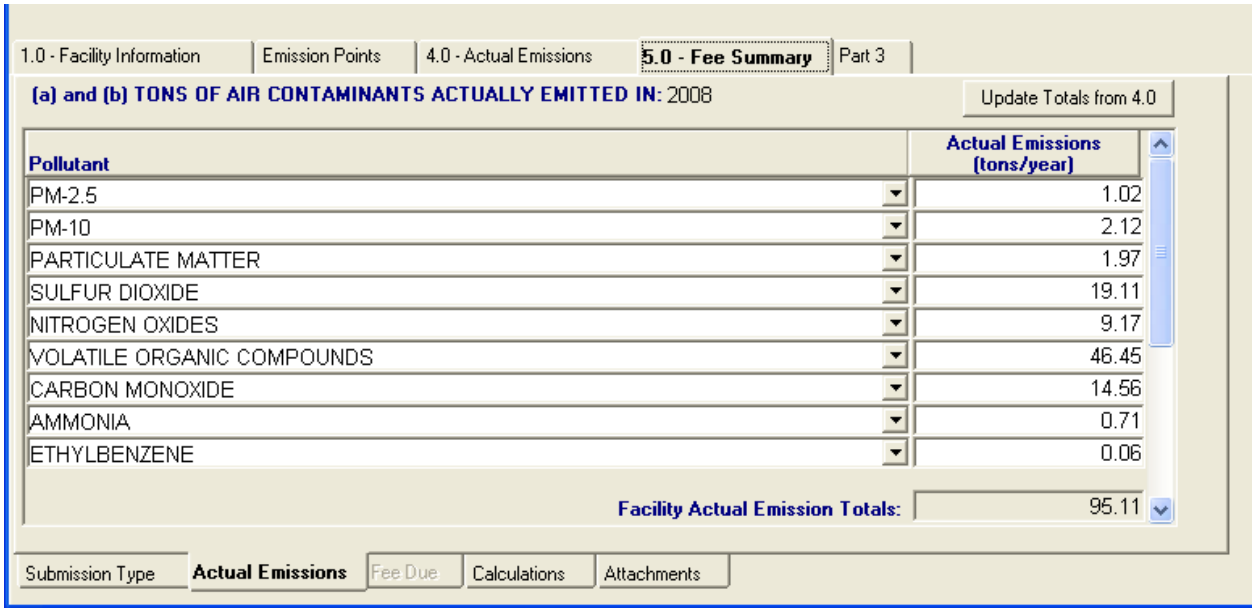

Figure 9.42 – Summary of total emissions per pollutant
4. Click the **Update Totals from 4.0** button. A summary of the total emissions per pollutant will appear (see Figure 9.42).